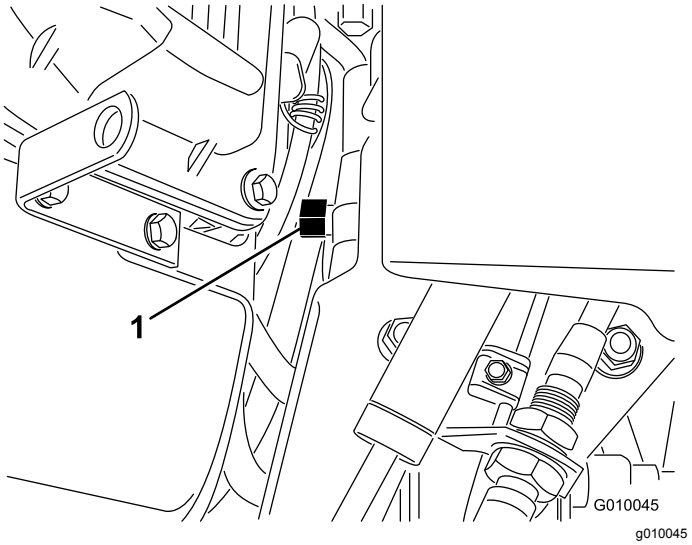

Figuur 31
2. Tussen de motor en de hydrostatische pomp bevindt zich een omloopventiel (Figuur 31).
3. Gebruik een sleutel van ⅝" en draai het omloopventiel 1 slag linksom. Hierdoor kan de hydraulische vloeistof langs de pomp worden geleid zodat de wielen kunnen draaien (Figuur 31).
5. Als u de beluchter weer wilt gaan bedienen, moet u het omloopventiel 1 slag rechtsom draaien (Figuur 31).